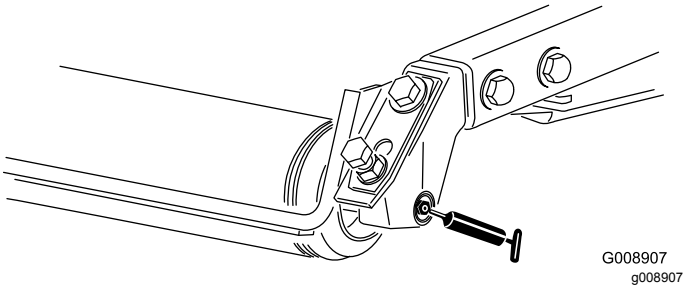

**Figur 56**
- Bakre rullager (2 per klippenhet) (Figur 56)